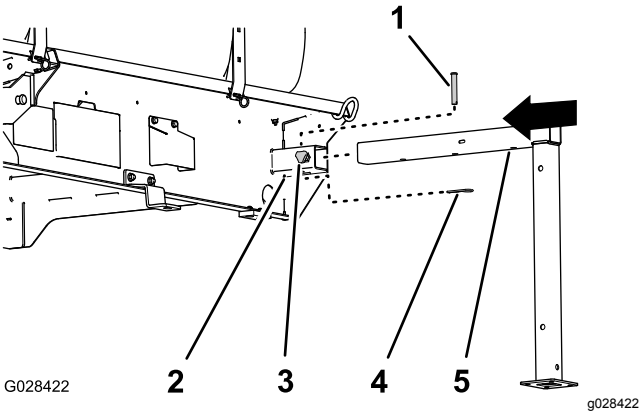

Figur 118
1. Rett inn den fremre jekkstøtten med jekkstøttemottakeren foran på tanken (Figur 118).
2. Skyv jekkstøtten inn i mottakeren helt til det midtre hullet på det horisontale jekkstøtterøret er justert med hullet på toppen av mottakeren (Figur 118).
4. Skru en låseknott inn i mottakeren og stram til knotten for hånd (Figur 118).